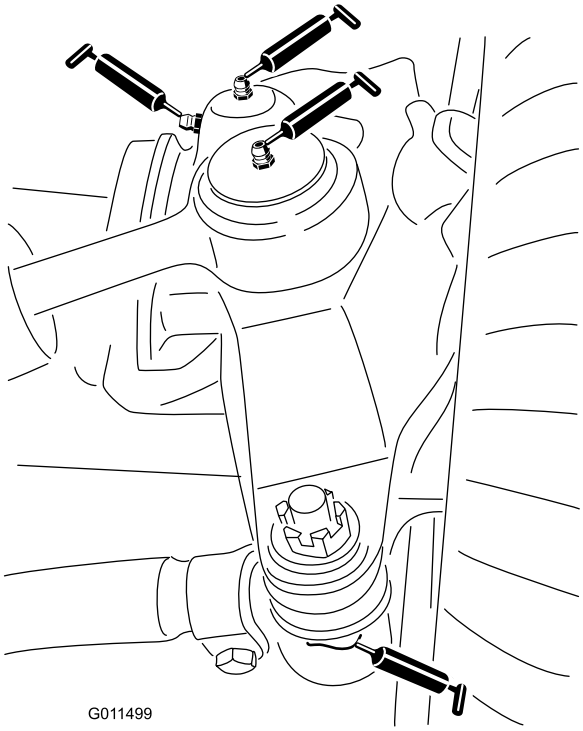

Bild 36
- Zwei Lenkzylinder-Kugelgelenke (Bild 36)
- Zwei Spurstangen-Kugelgelenke (Bild 36)
- Zwei Achsschenkelbüchsen (Bild 36).